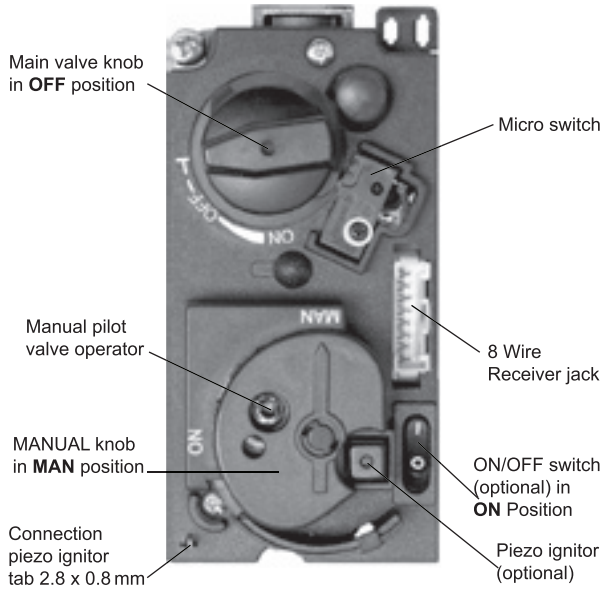

Figura 19
5. Espere cinco (5) minutos para despejar el gas. Compruebe que no hay gas es en el área alrededor del aparato, incluso cerca del piso. Si detecta la parada de gas! Siga "¿Qué hacer si huele a gas" en la información de seguridad en la página 14. Si no hay gas está presente, pro ceed al paso 6.
8. empuje completamente hacia abajo operador de la válvula piloto manual y de retención en, para iniciar el flujo piloto de gas (véase la figura 19, página 22).
Cambiar el cable de encendido desde el receptor a la válvula (véase la Figura 19, página 22). Empujón en el encendedor piezoeléctrico para encender. Si el piloto no se queda encendido, espere cinco (5) minutos y repita.